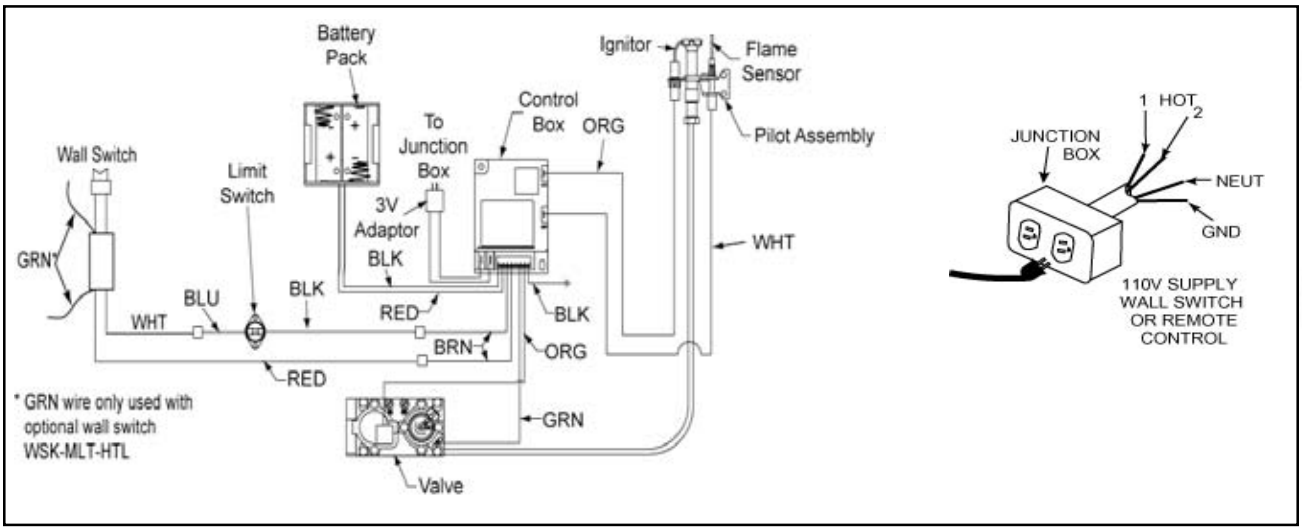

Figure 12
1) This appliance requires a 110VAC supply to the appliance junction box for operation. A wiring diagram is shown in Figure 12.